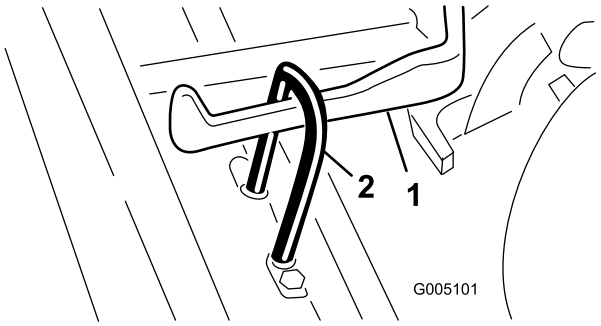

Figur 8
3. Skjut in klippenheten under dragramen medan du hakar fast lyftkroken på lyftarmen (Figur 8).